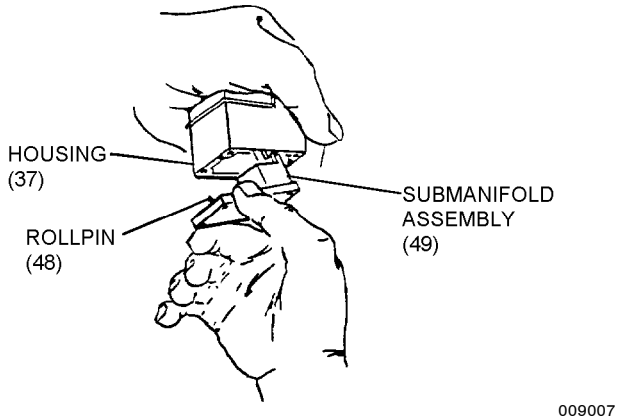

Figure 9-7. Aligning Housing and Submanifold Assembly
11. (For P/N F103D000-1 only) Align and mate submanifold (49) to housing (37) so that roll pin (48) lines up with hole in housing (37) (figure 9-7). Secure manifold to housing with attaching parts (35 and 36) and tighten evenly.